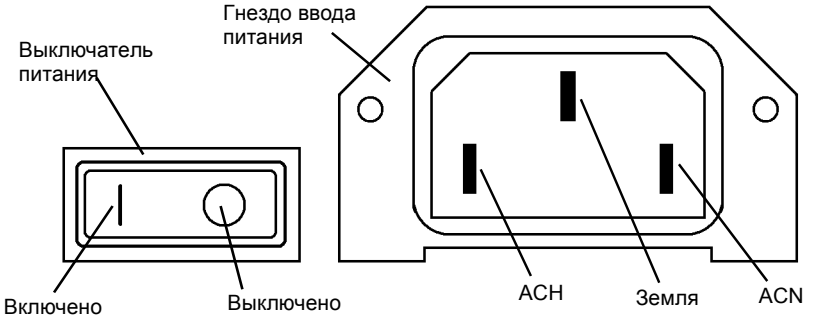

Рисунок 2 Выключатель и гнездо ввода питания
ii. Подсоедините зажим прибора к контакту Земля (Рисунок 2).
c. Проверьте, что черный щуп измерительного прибора подсоединен к контакту Земля (Рисунок 2).